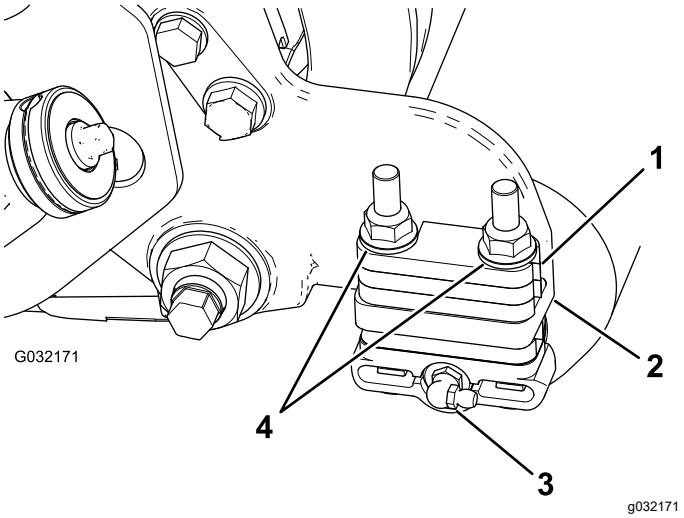

Figur 6
1. Fjern smørenippelen for valsen fra den siden av klippeenheten der valsebørstehuset er (Figur 6).
3. Fjern de to låsemutterne som fester hver valsebrakett til sideplatene, **og eventuelle 6 mm avstandsstykker plassert på oversiden til sideplatens monteringsflens** (Figur 6).